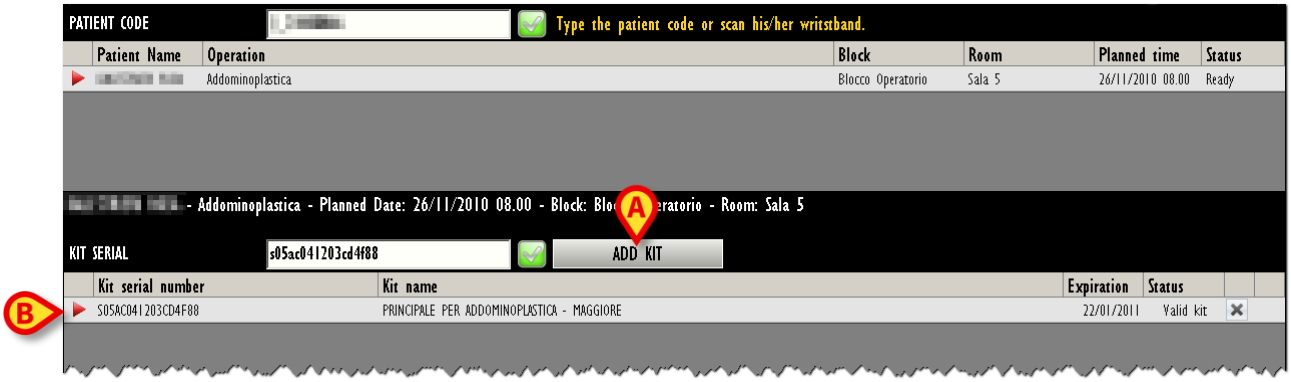

Fig 266
- Click the ADD KIT button (Fig 266 **A**).
A row corresponding to the kit to be associated is displayed (Fig 266 **B**).